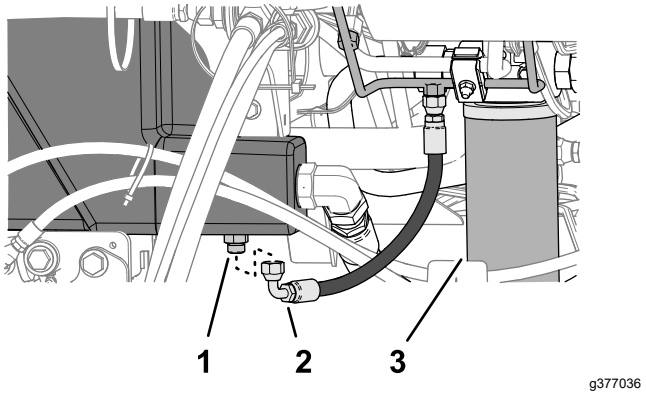

Figuur 143
2. Plaats een grote opvangbak onder de rechte fitting (Figuur 143) van de hydraulische tank; zie Het peil van de hydraulische vloeistof controleren (bladz. 79).